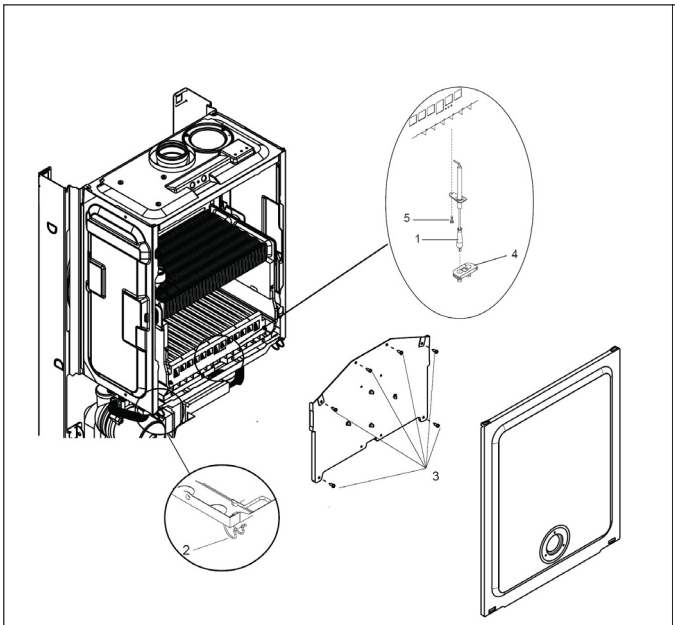

Fig. 25
6.15 ELECTRODE, BURNER THERMOSTAT, BURNER & INJECTORS fig. 25